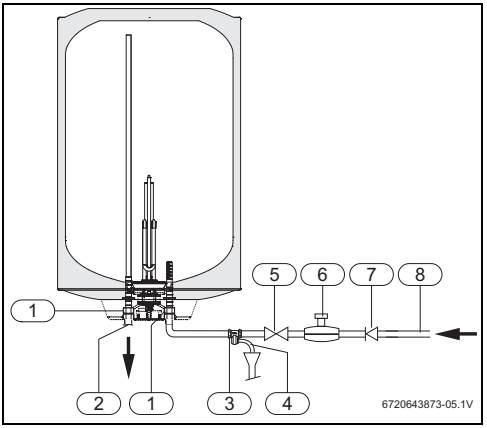

Fig. 13 Ligação de água (ES150/200)
- Instalar a válvula de segurança na entrada de água do termoacumulador. (Fig. 13, 14).
- ▶ Fechar a válvula de corte de água (→Fig. 13, 14).